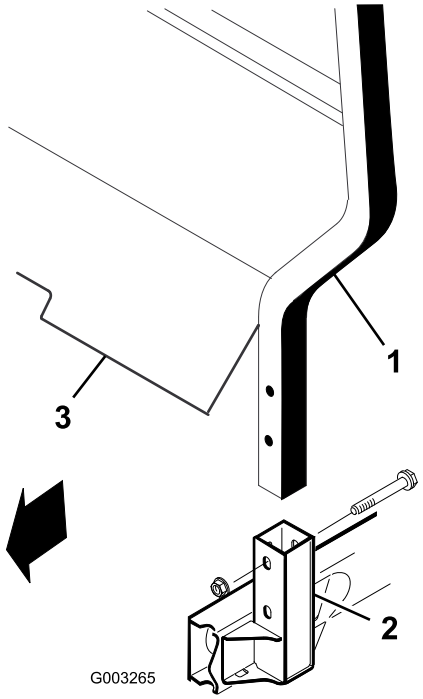

Figuur 8
1. Steek beide kanten van de omkiepbeveiliging in de bevestigingsbeugels aan weerszijden van het frame van het voertuig en plaats de omkiepbeveiliging zoals wordt aangegeven op Figuur 8.